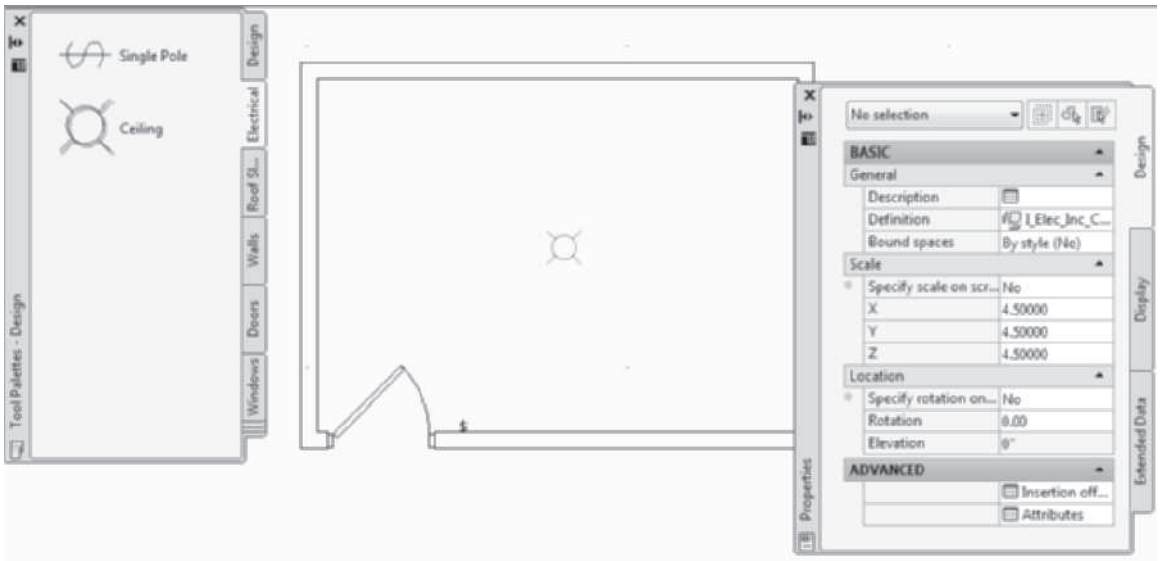

FIGURE 10.14 *Incandescent light symbol placed near center of room*
11. Open the **Electrical** > **Lighting** > **Incandescent** category of the Design Tool Catalog—Imperial. Drag the i-drop for the **Ceiling** symbol onto the **Electrical** tool palette of the drawing. Select the **Ceiling** symbol from the tool palette and place the symbol near the middle of the room as shown in Figure 10.14. Press ESC to end the command.